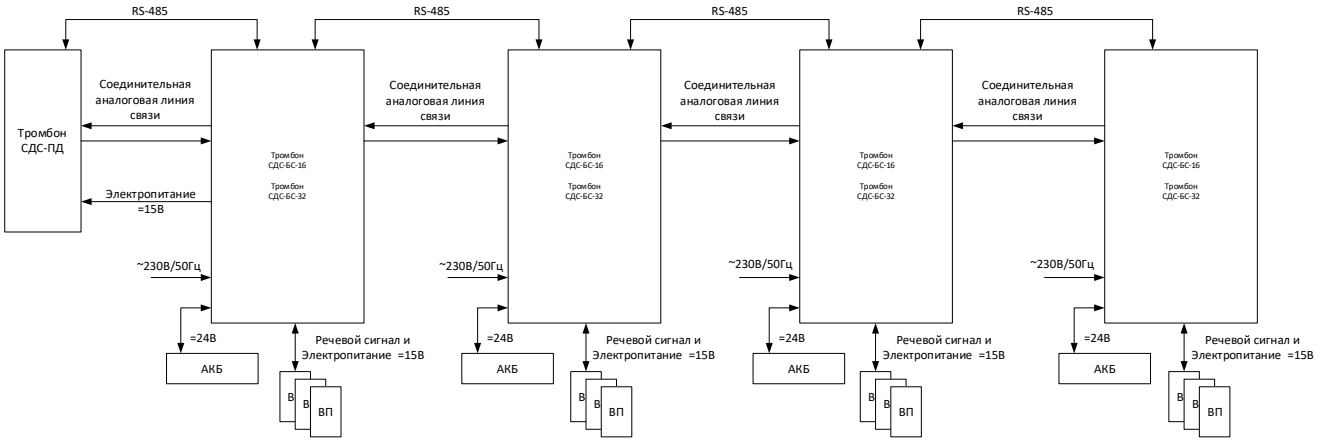

Рис. 1.1
1.4 В общем виде сеть СДС изображена на рис. 1.1
Система СДС в минимальном комплекте состоит из одного ПД и одного БС. Блок БС имеет 16 зон связи. Максимальная комплектация включает два ПД и восемь БС. Блоки системы СДС соединяются последовательно с помощью витой пары. Команды управления для установления соединения и контроля передаются по 2-проводному интерфейсу RS485. Речевой сигнал передается по 4-проводной дифференциальной аналоговой соединительной линии (СЛ). Для верного распознавания направления вызова в системе условно определены два противоположных направления: Запад (WEST) и Восток (EAST). С учетом направлений соединения блоков БС выполняется, как показано на рис. 1.1. Вызывные панели (ВП) подключаются к блокам БС по 4-х проводной абонентской линии (АЛ). Инициатором вызова в СДС для установления соединения может выступать как ПД, так и ВП. В один момент времени в системе установленное соединение между ПД и ВП может быть только одно, но запросов на соединение от ВП может быть несколько. Диспетчер самостоятельно принимает решение, какой из запросов более приоритетный в текущий момент времени.